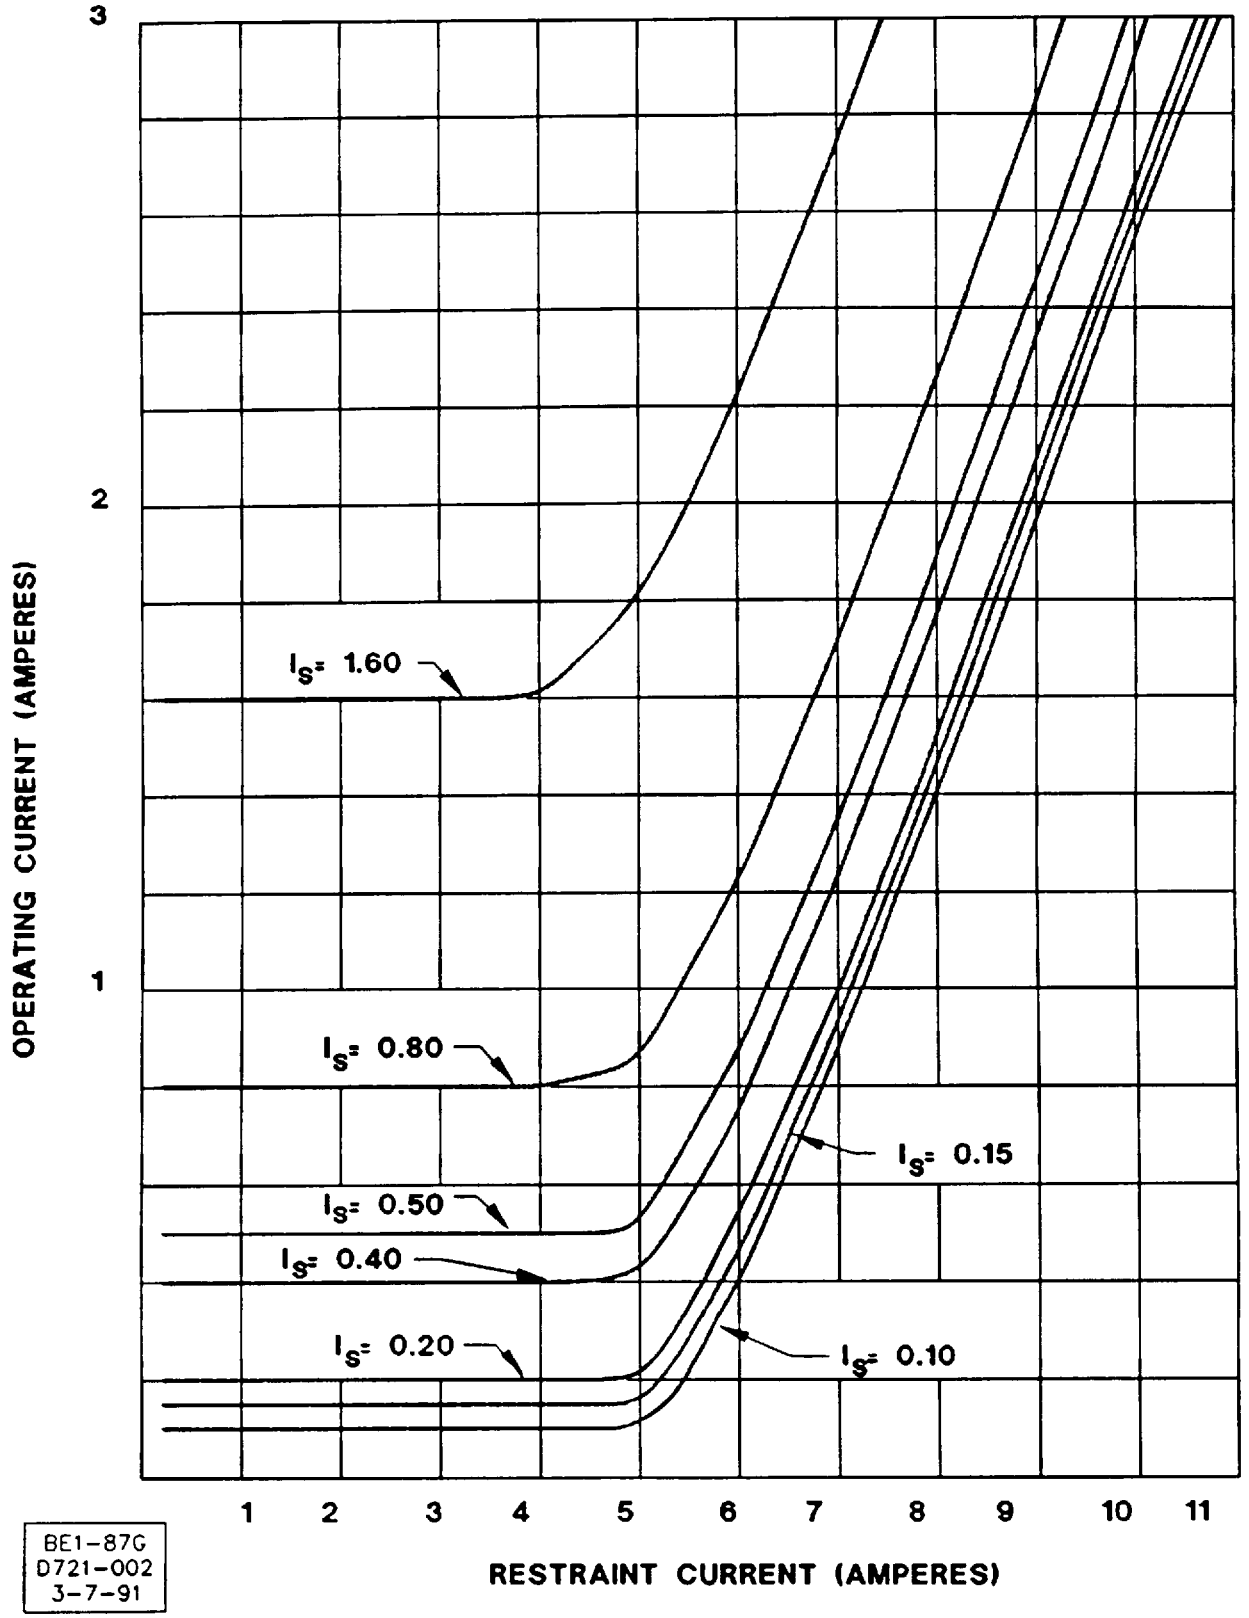
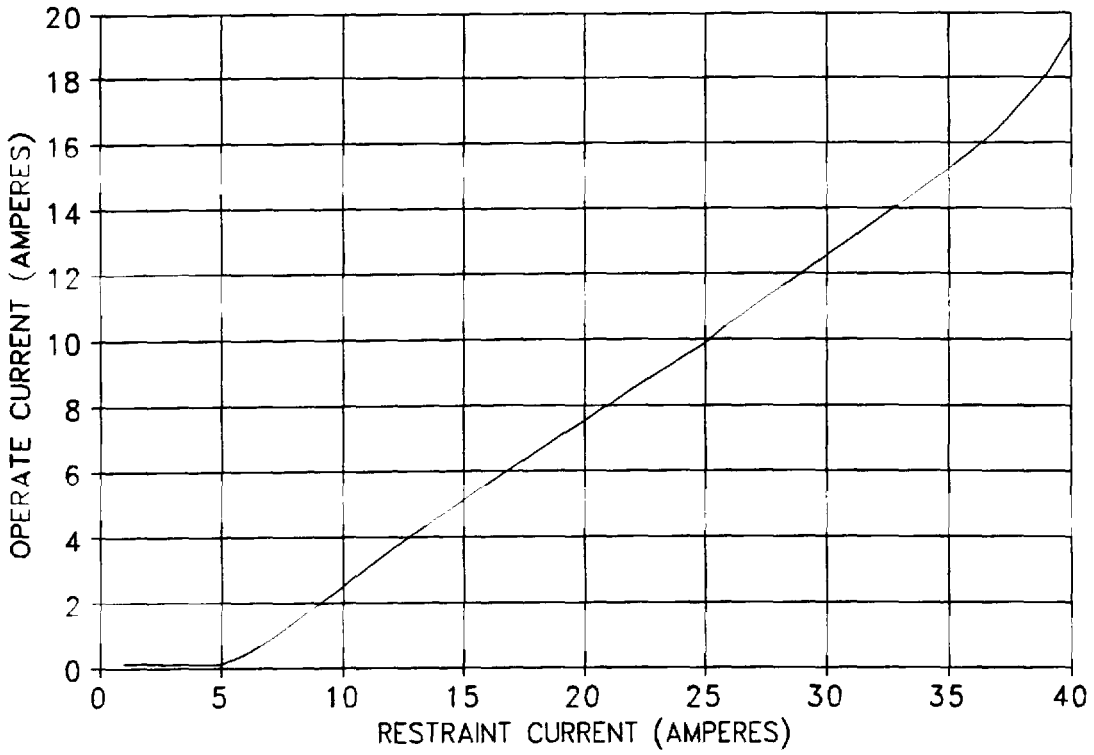

Figure 4-9. Operating Characteristics (Restraint Current is Lesser of Input Currents)
Figure 4-10. Extended Restraint Operating Characteristic (I_S = 0.10 A, I_R = Lesser Current)
STEP 2. Repeat step 1 for the other pickup settings. If desired, a sufficient number of trip points may be taken to verify any or all of the performance curves shown in Figure 4-9. For $I_R \leq 5$ A, the tolerance is ±(0.05 I_{OP} or 25 mA, whichever is greater.) For $I_R > 5$ A up to a maximum of 20 A of restraint, the tolerance is ±0.08 I_{OP} on characteristic curve or 150 mA, whichever is greater. Refer to Figure 4-9 on page 4-11 and Figure 4-10 on page 4-12 for characteristic curves.
This paragraph provides recommendations for selecting the current sensitivity. Figure 4-9 shows how this setting corresponds to the operating current pickup over the range of 0 to 5 A restraint current.
During normal operation, the pickup on the flat part of the operating characteristics (refer to Figure 4-9) must exceed the difference in steady-state CT errors. The relay must also override the error differences in the presence of dc components developed by external faults or switching. Currents will be offset during external faults on generator applications, during motor starting, and during switching of shunt reactors.